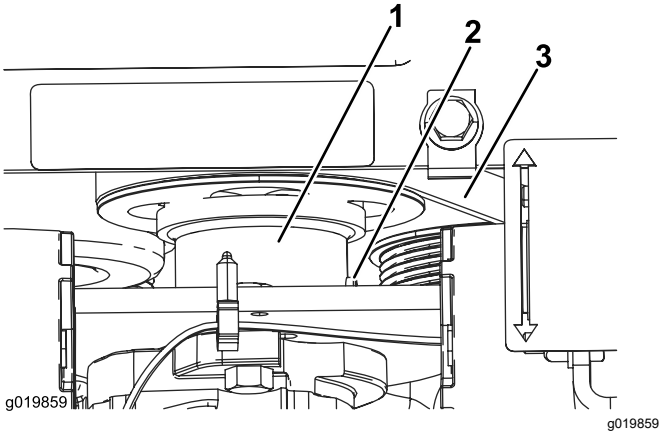

**Figuur 51**
5. Zet de stelschroef van de tandwielpompaandrijf-koppeling los (Figuur 51).